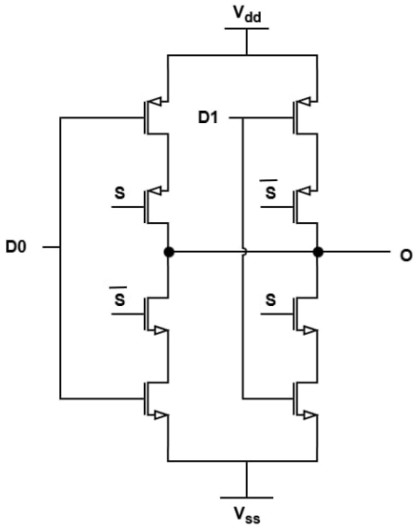

Figure 5c:
3.2. cổng mux21 tại figure 5c: